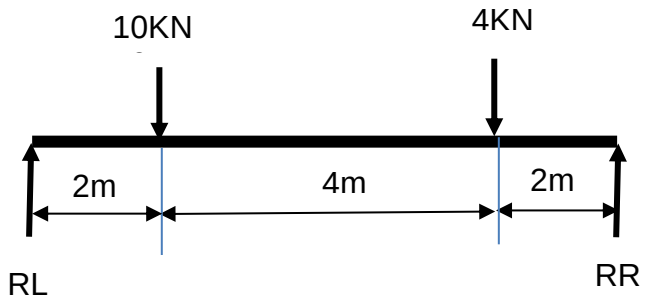

FIGURE 1
1.1 a Horizontal beam is loaded as shown in Figure 1 below: